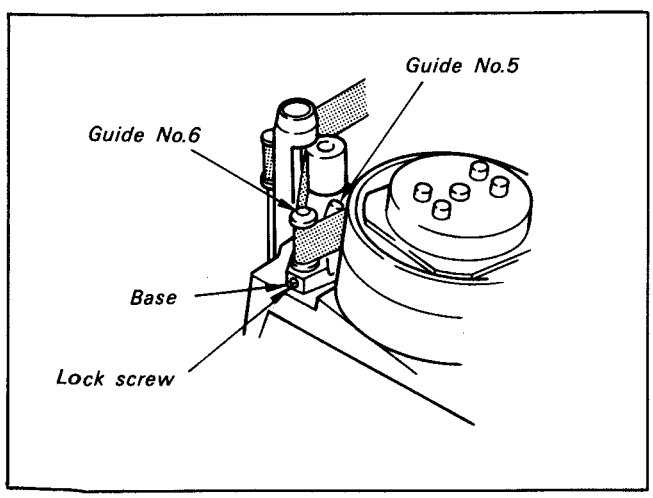

Fig. 2-62
3) Confirm that the waveform on the inlet side is free from variations for five seconds and that the tape is controlled by the upper flange of guide No.3 while the lower flange lifts up (See Fig. 2-62).
When tightening the lock screw of guide No.6, turn the lock screw with the base lightly depressed downward so that the top of guide No.5 (TG-5) does not come into contact with the drum (See Fig. 2-62).